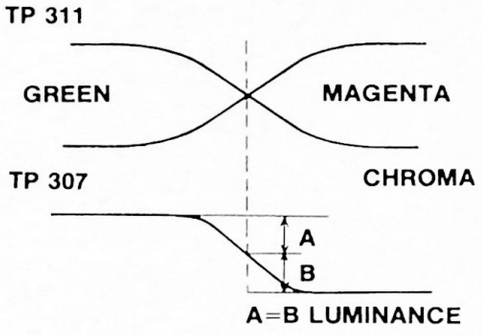

Figure 59. Y-C Timing
5. Adjust the Y-C timing control (R3171) so that the luminance switching point and the green/magenta transition are coincident, Figure 59.